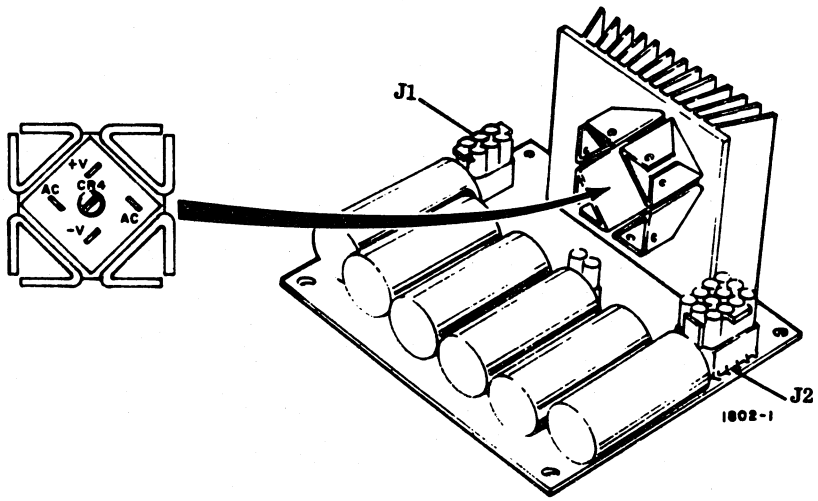

Figure 6E-26. Bulk Power Supply Board
10. Plug the J1 and J3 connectors into the sockets (figure 6E-26).